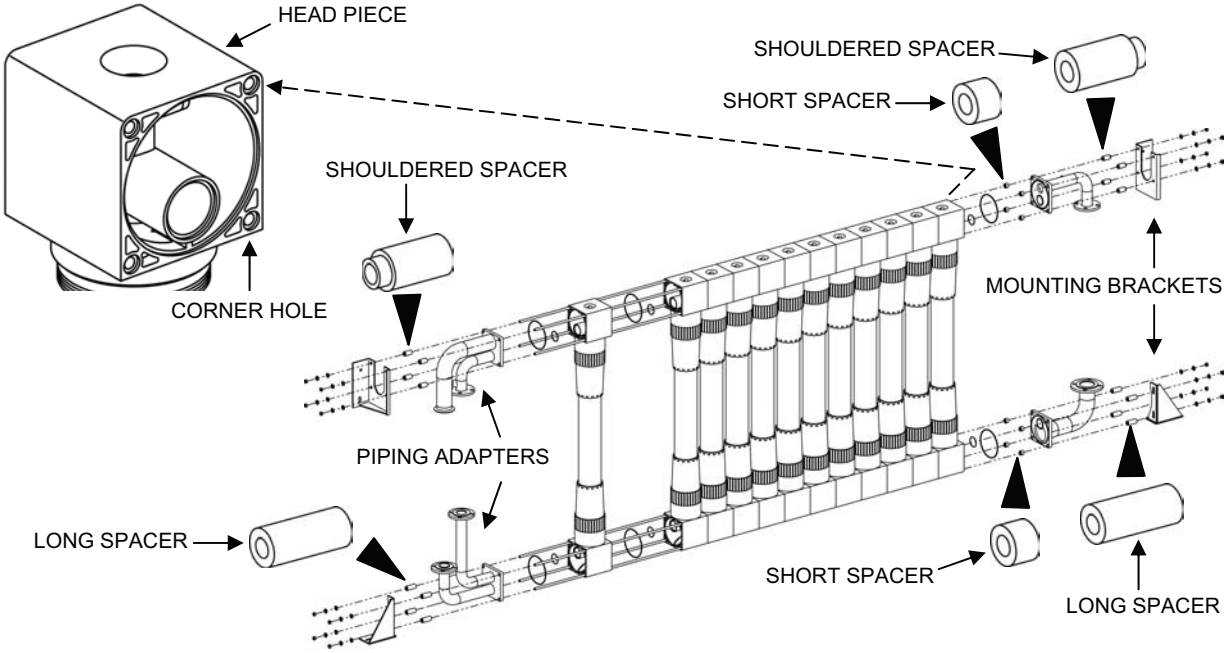

Figure 8. MF Assembly Spacer Installation Detail.
b. Insert the four small spacers in the four corner holes of the top and bottom MF module head pieces at the inlet end of the MF assembly (see Figure 8).
c. Secure the two top piping adapters, shouldered spacers (see Figure 8 for proper shouldered spacer orientation), and mounting brackets to the top rods using the nuts and washers removed earlier. Tighten just snug tight until the bottom hardware is installed.